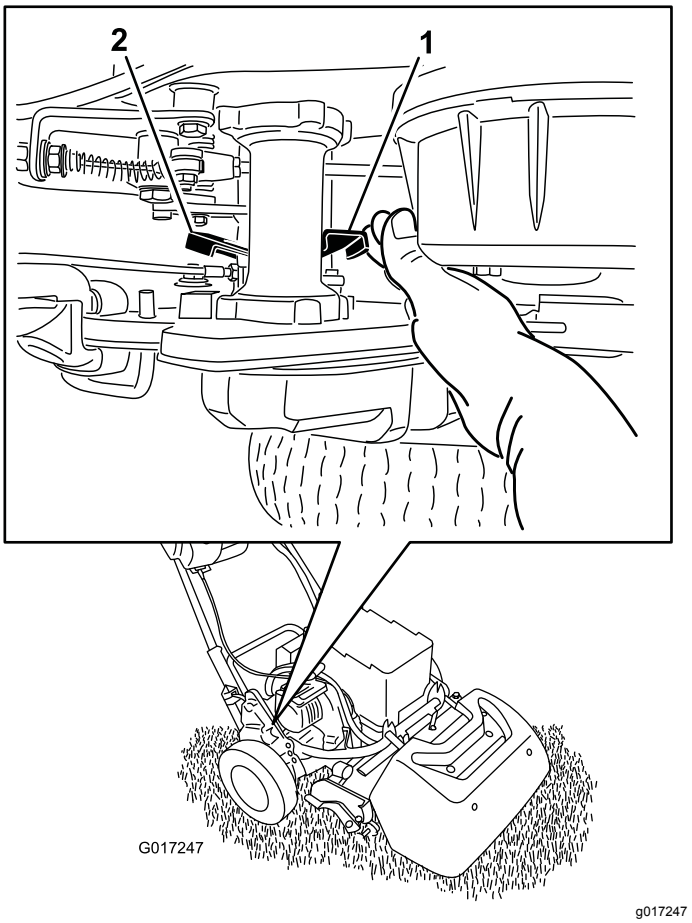

**Rysunek 35**
1. W prawym tylnym rogu urządzenia zlokalizuj dźwignię załączania/odłączania jazdy obok cylindra obudowy napędu (Rysunek 35).